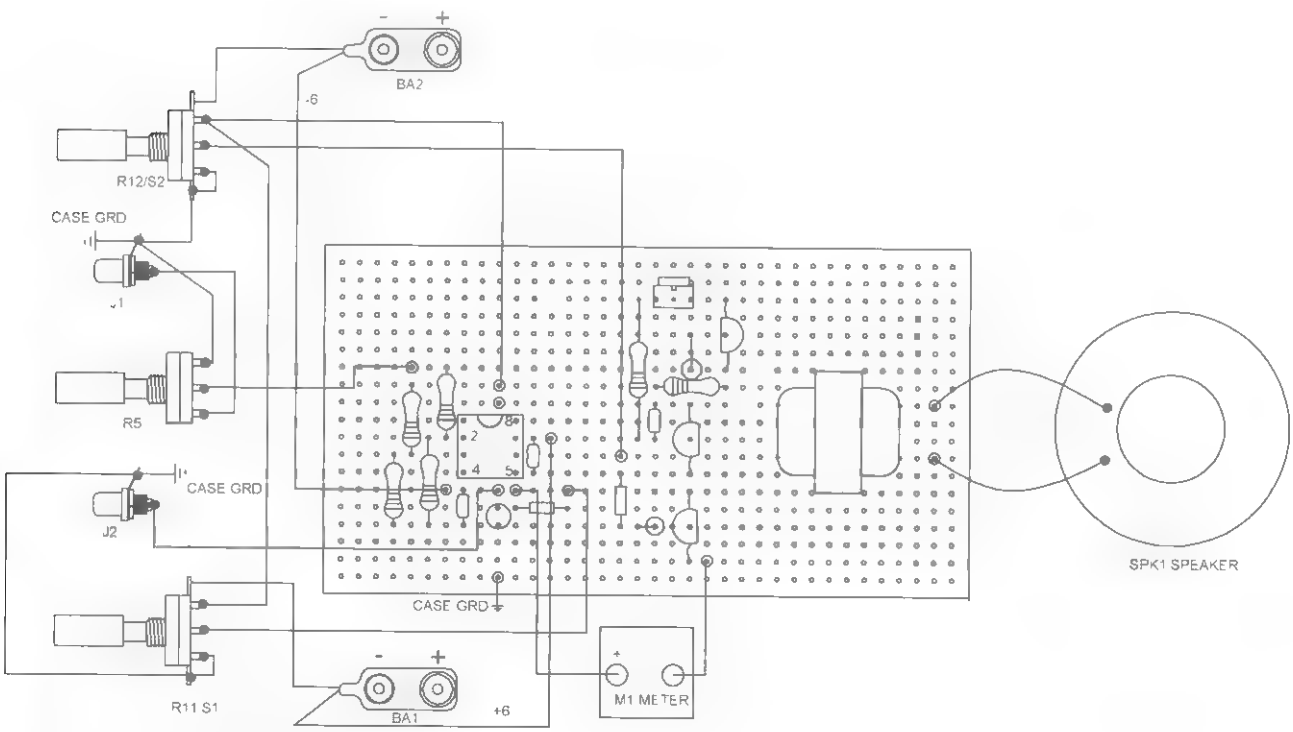

Figure 36-9 *Final assembly control box*
3. Attach the interconnecting leads, as shown in Figure 36-9. Twist the leads whenever possible and keep them short and direct. Note the ground lugs on J1 and J2.